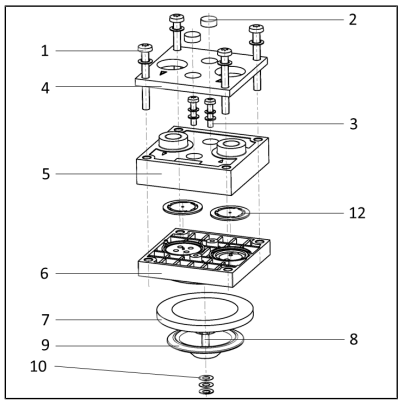

*Abb.5 Strukturmembrane wechseln*
| Strukturmembrane | (7) in Abb. 5 | 1 |
| Ventilplatten/Dichtungen | (12) in Abb. 5 | 2 |
4. Lösen Sie die vier Schrauben ( Abb. 5/1) und entfernen Sie die Druckplatte ( Abb. 5/4).
5. Entfernen Sie die Schraubenabdeckungen ( Abb. 5/2); lösen Sie die zwei Schrauben ( Abb. 5/3) und nehmen Sie den Kopfdeckel ( Abb. 5/5) und die Zwischenplatte ( Abb. 5/6) ab.